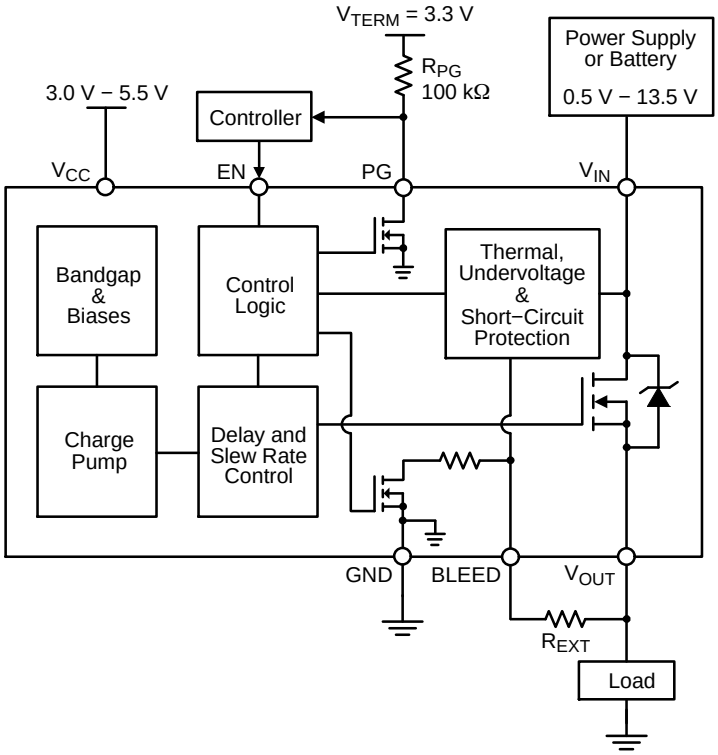
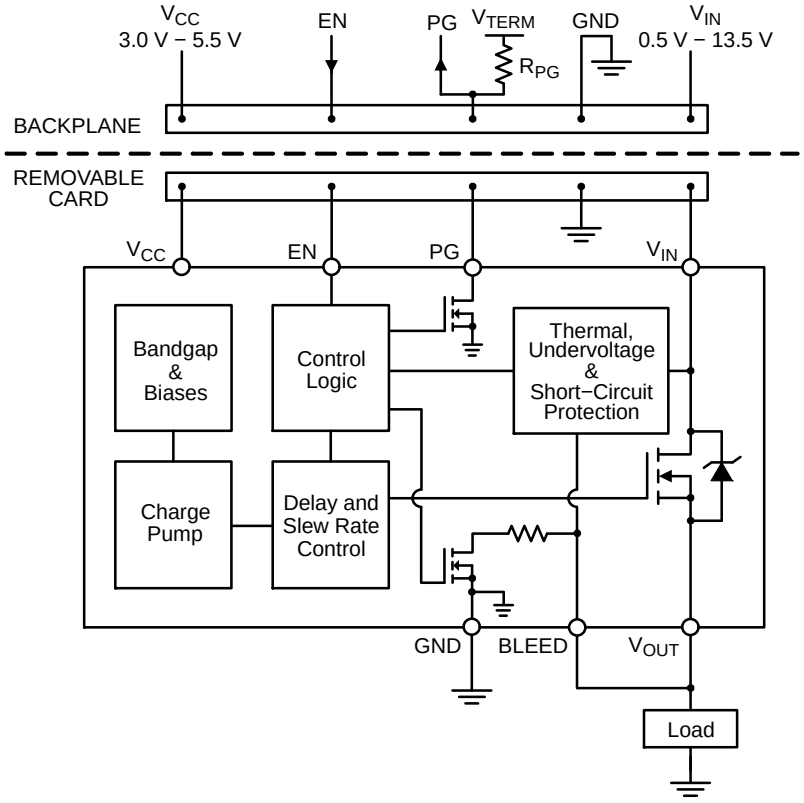

Figure 30. NCP45520 Typical Application Diagram − Load Switch
Figure 31. NCP45520 Typical Application Diagram − Hot Swap
It is required that the BLEED pin be connected to V_{OUT} either directly (as shown in Figures 31 and 34) or through an external resistor, R_{EXT} (as shown in Figures 30 and 33). R_{EXT} should not exceed 1 kΩ and can be used to increase the total bleed resistance.
The NCP45520 devices have a power good output (PG) that can be used to indicate when the gate of the MOSFET is fully charged. The PG pin is an active-high, open-drain output that requires an external pull up resistor, R_{PG}, greater than or equal to 1 kΩ to an external voltage source, V_{TERM}, that is compatible with input levels of all devices connected to this pin (as shown in Figures 30 and 31).
Once active, the circuitry monitors the difference in the voltage on the V_{IN} pin and the voltage on the BLEED pin. In order for the V_{OUT} voltage to be monitored through the BLEED pin, it is required that the BLEED pin be connected to V_{OUT} either directly (as shown in Figures 31 and 34) or through a resistor, R_{EXT} (as shown in Figures 30 and 33), which should not exceed 1 kΩ. With the BLEED pin connected to V_{OUT}, the short−circuit protection is able to monitor the voltage drop across the MOSFET.